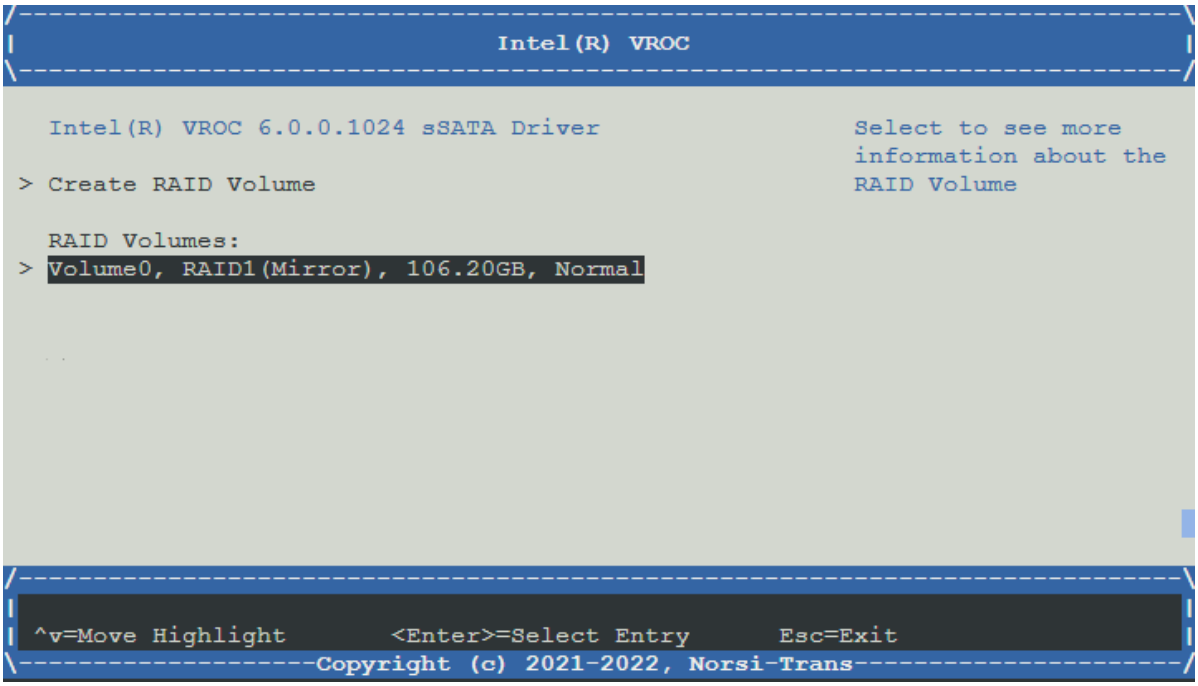

Рис. 63. Меню Intel (R) VROC с RAID1 (Mirror)
6) Вернитесь во вкладку «Intel(R) VROC» и убедитесь в создании зеркала <RAID1 (Mirror)>. Окно показано на рис. 63 Меню Intel (R) VROC с RAID1 (Mirror).